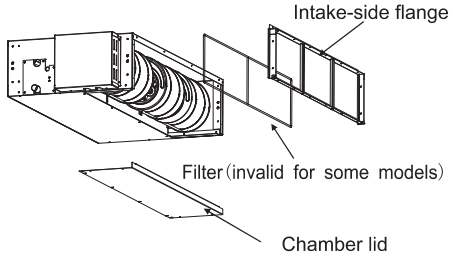
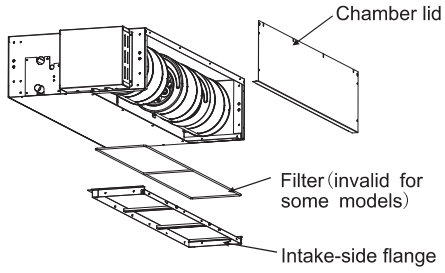

Fig. 3.1.2
Fig. 3.1.3
(1) Remove the chamber lid.
(2) Reattach the removed filter in the orientation shown in Fig. 3.1.2, reattach the removed chamber lid in the orientation shown in Fig. 3.1.3, refer to Fig.3.1.3 for the direction of filter.